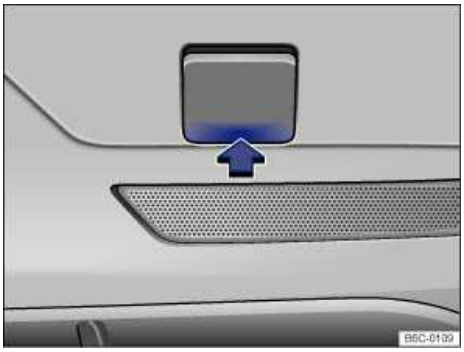

Fig. 178 In the right rear bumper: Removing the cover.
- Push on the cover at the lower area ⇒ fig. 178 (arrow) so that it pops out.
- Position the lower tab of the cover ⇒fig. 178 into the opening in the bumper and carefully push on the upper area of the cover until it has locked in place.